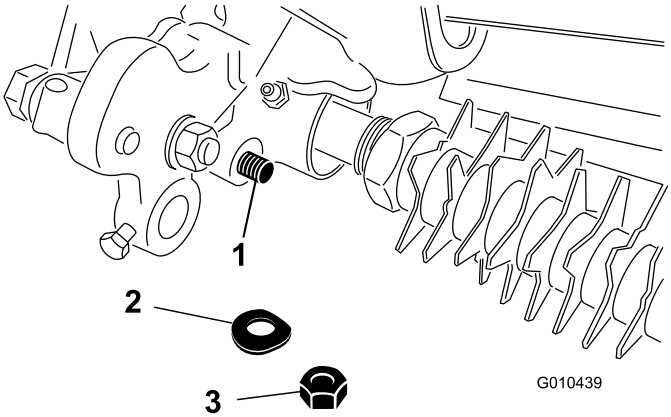

Figuur 31
4. Verwijder de borgmoer en veerring waarmee het stanguiteinde van de maaihoogtearm aan de groomeraandrijving is bevestigd (Figuur 31).